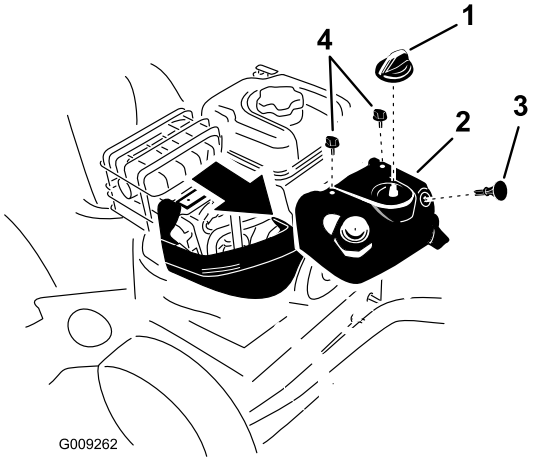

Figur 51
Merk: For å få tilgang til tennpluggen, må du først fjerne øvre snøpanser (Figur 51).
1. Ta ut chokeknotten og tenningsnøkkelen (Figur 51).
2. Fjern de to skruene som fester øvre snøpanser til snøfreseren (Figur 51).